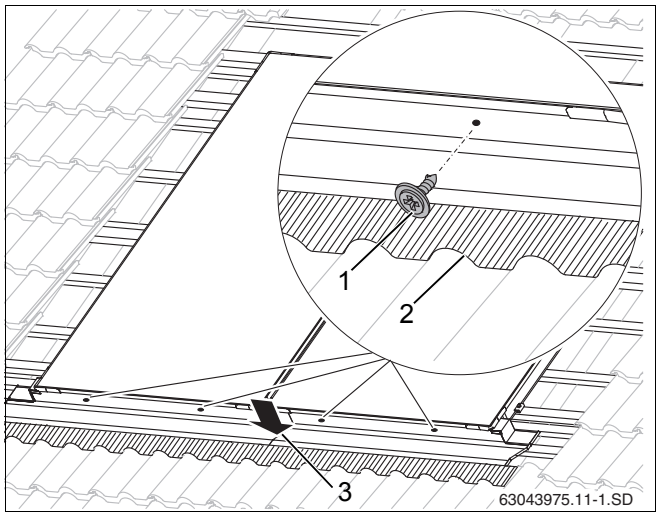

Рис. 47 Крепление нижних листов
- Заверните саморезы (длиной 12 мм, Рис. 47, [1]) с уплотняющими шайбами.
- Прижмите верхний лист к нижнему (рис. 47, [3]).
- Осторожно подгоните фартуки в передней зоне контура черепицы (рис. 47, [2]).